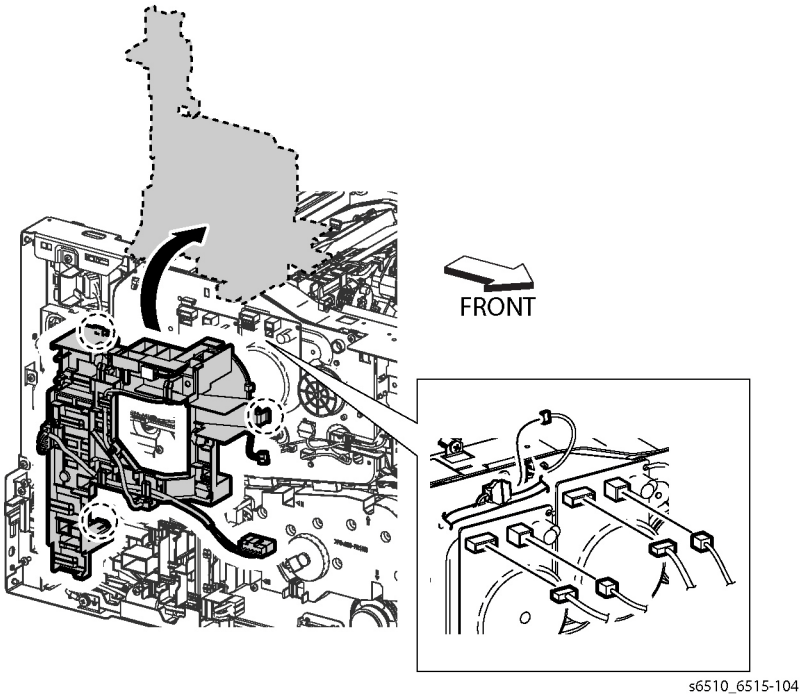

Figure 4 Remove the DC Harness Guide
16. Referring to Figure 4 showing the DC Harness Guide, do the following:
17. Refer to Figure 4 to unplug the five connectors from the Main Drive (P/J571, P/J572, P/J573, P/J 574, P/J464).